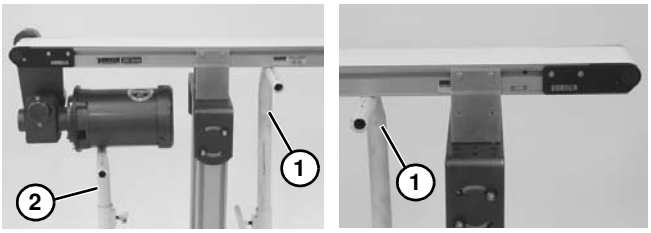

Figure 46
1. S'assurer que les supports temporaires **(Figure 46, élément 1)** sont bien placés sous les deux extrémités du convoyeur. Placer un support supplémentaire **(Figure 46, élément 2)** sous le moteur d'entraînement, si le convoyeur en est équipé. Voir AVERTISSEMENT.